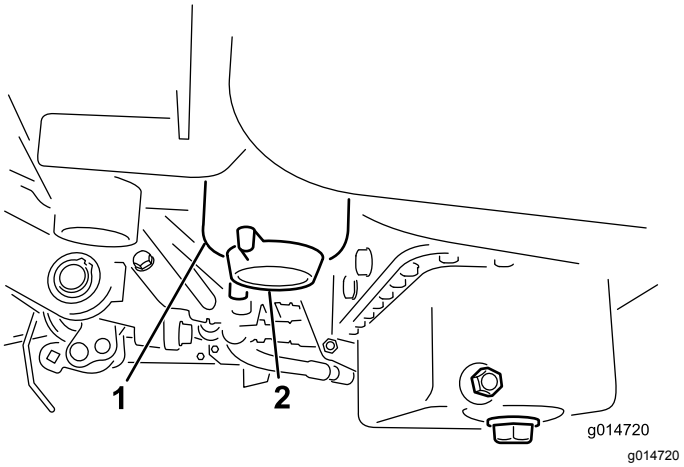

Figur 32
2. Rengør området, hvor filterskålen monteres (Figur 32).
4. Åbn filteraftapningsventilen (Figur 32).